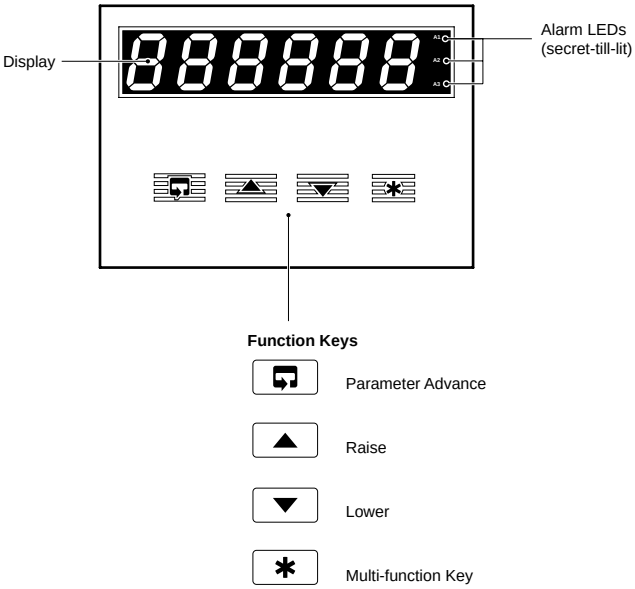

Fig. 1.1 Front Panel Display, Function Keys and Indicators
1.1 Introduction – Fig. 1.1
The COMMANDER 160 front panel display, function keys and LED indicators are shown in Fig. 1.1.